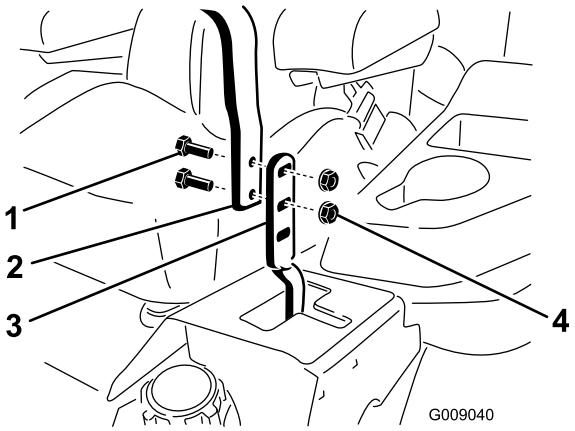

Figur 76
3. Lossa bultarna och flänsmuttrarna som är monterade i reglagen (Figur 76).